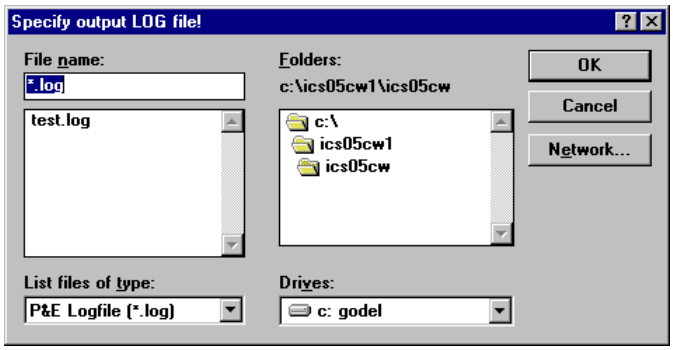

**Figure 6-11. *Specify Output LOG File!* Dialog**
- The *Specify output LOG file* dialog (Figure 6-11) opens.